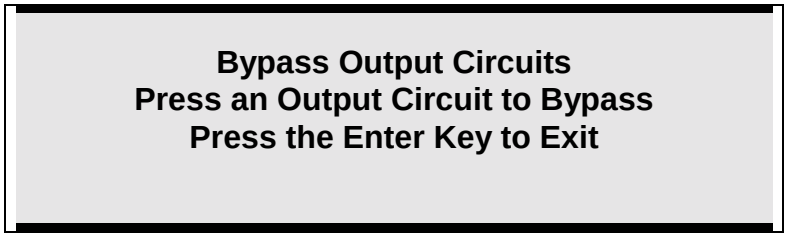

Figure T9
12. The system will now flash the Acknowledge and Trouble LED’s and the sounder will activate. Once the system has been acknowledged the Trouble LED will remain flashing until all bypassed devices are cleared. The display will indicate that a part of the system has been disabled. Figure T9 is now displayed.